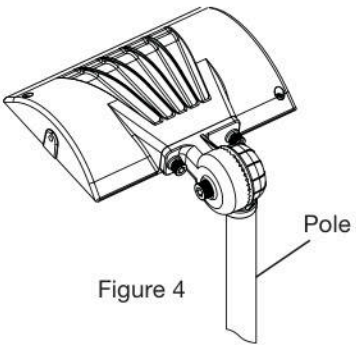

Figure 4
STEP 1: Connect wires properly according to the wiring diagram. Place wires inside of pole (Figure 4). Loosen screws to adjust fixture angle, then tighten.
ÉTAPE 1: Raccordez les fils correctement conformément au schéma de câblage. Placez les fils à l'intérieur du poteau (Figure 4). Desserrez les vis pour ajuster l'angle du luminaire, puis serrez-les.